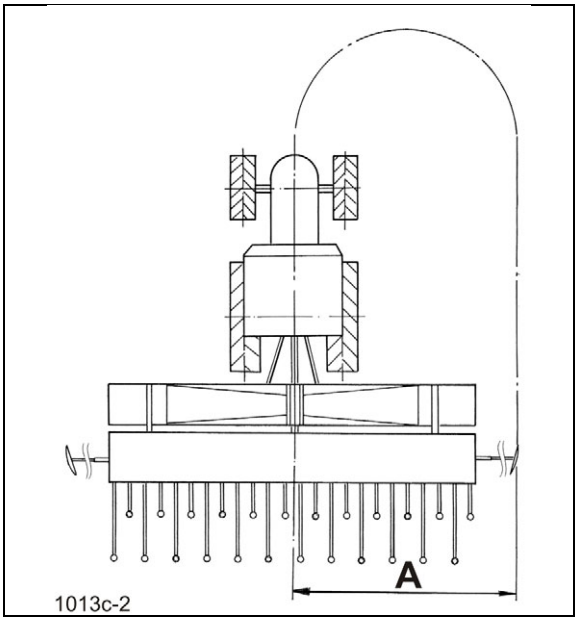

Fig. 167
5. Indstil spormarkørernes længde til afstand "A" (se skema Fig. 167, nedenfor).